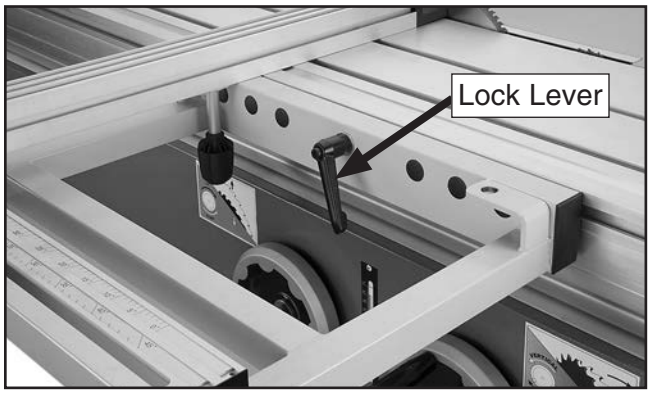

Figure 105. Location of crosscut table lock lever.
3. Loosen crosscut table lock lever shown in **Figure 105**.